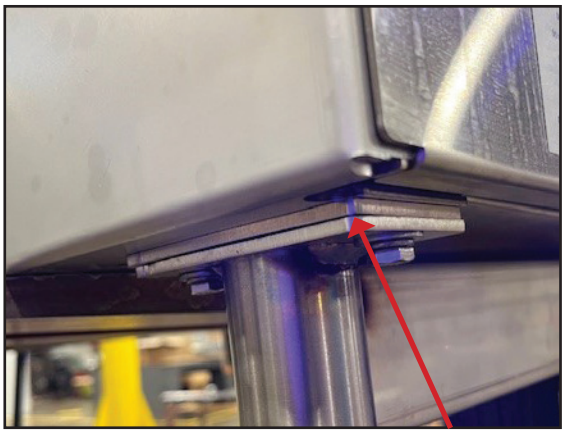

Figure 14 Front Spacer
A. Insert the front spacers between the mounting holes on the griddle and the stand (Figure 14) and secure hardware.